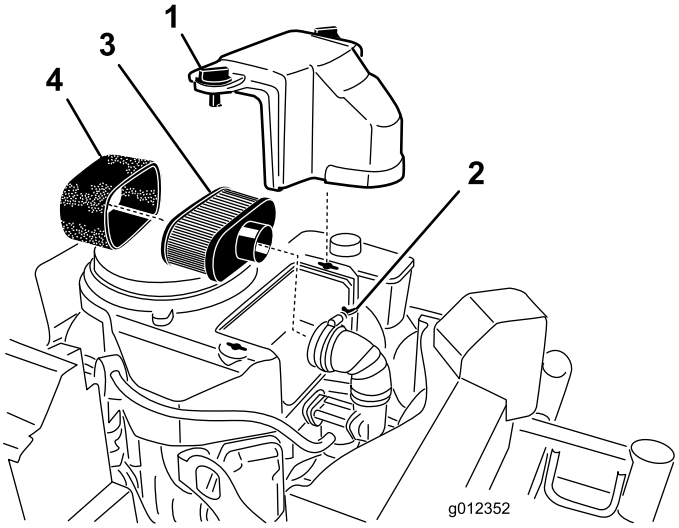

Figure 27
3. Nettoyez la surface autour du filtre à air pour éviter que des impuretés n'endommagent le moteur en tombant à l'intérieur (Figure 27).
4. Dévissez les boutons du couvercle et déposez le couvercle du filtre à air (Figure 27).
5. Dévissez le collier et déposez l'ensemble filtre à air (Figure 27).
6. Sortez délicatement l'élément en mousse de l'élément en papier (Figure 27).
1. Ne nettoyez pas l'élément en papier ; remplacez-le (Figure 27).
1. Glissez délicatement l'élément en mousse sur l'élément en papier (Figure 27).
2. Posez l'ensemble filtre à air sur sa base et fixez-le en place avec les 2 écrous à oreilles (Figure 27).
3. Mettez le couvercle du filtre en place et serrez le bouton (Figure 27).